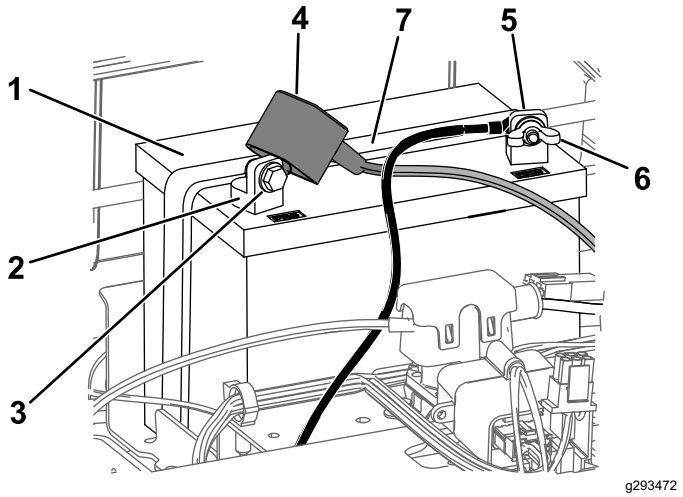

Rysunek 49
4. Odłącz ujemny (czarny) przewód uziemienia od trzpienia biegunowego akumulatora (Rysunek 49).
6. Odłącz dodatni (czerwony) przewód od trzpienia biegunowego akumulatora (Rysunek 49).
7. Odkręć obejmę przytrzymującą akumulatora (Rysunek 49) i zdejmij akumulator z tacy akumulatora.
1. Zamocuj akumulator na płycie (Rysunek 49).
5. Zabezpiecz akumulator za pomocą obejmy przytrzymującej (Rysunek 49).